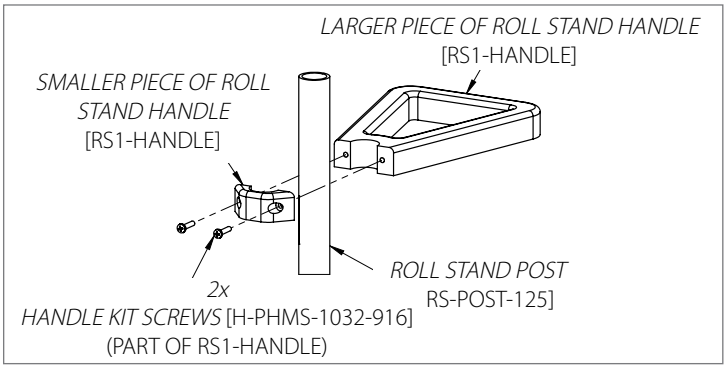

Figure 1
1. Place handle at desired height (typically 2" (5.08 cm) below the *POST ADAPTER*), place the *ROLL STAND HANDLE BACK PIECE* and *ROLL STAND HANDLE FRONT PIECE* around the *ROLL STAND POST*. Secure the *ROLL STAND HANDLE* in place by inserting the *HANDLE KIT SCREWS* through the back piece and tightening into the larger piece, using a #2 Phillips head screwdriver. **(Figure 1)**